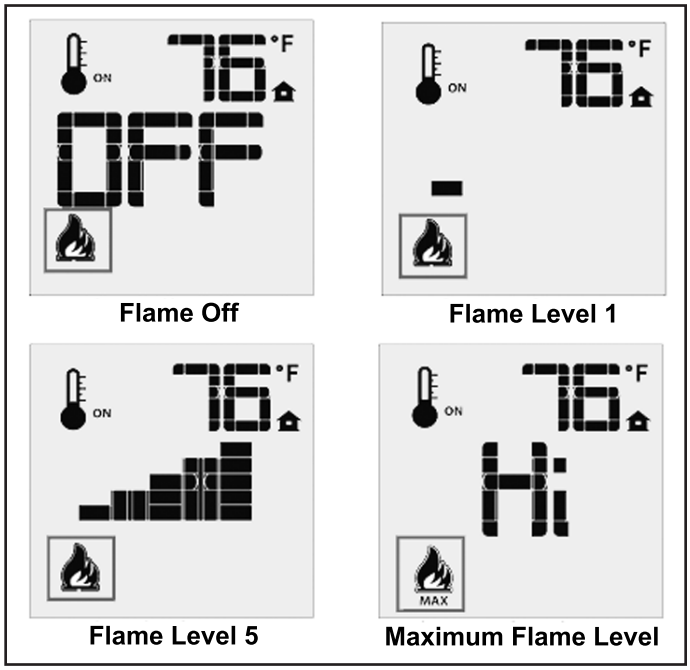

Figure 13: Remote Control's Flame Levels.
The Proflame GTMF has six (6) flame levels. With the system on, and the flame level at the maximum in the appliance, pressing the Down Arrow Key once will reduce the flame height by one step until the flame is turned off. The Up Arrow Key will increase the flame height each time it is pressed. If the Up Arrow Key is pressed while the system is on but the flame is off, the flame will come on in the high position (refer to Figure 13). A single "beep" will confirm reception of the command.